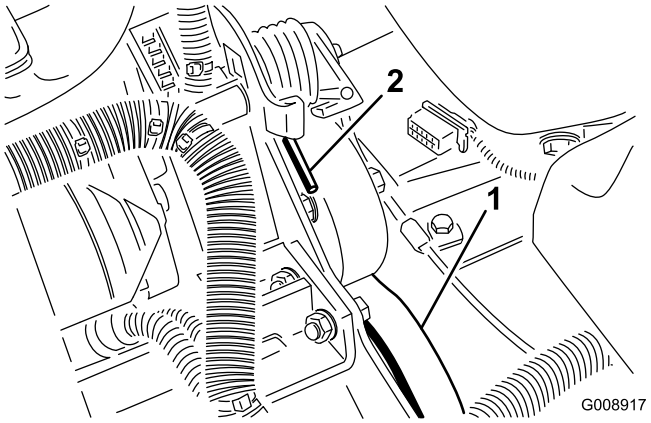

**Figur 73**
2. Tryk ned og fremad på fjederenden (Figur 73) for at løsne den fra konsollen og løsne spændingen på fjederen.